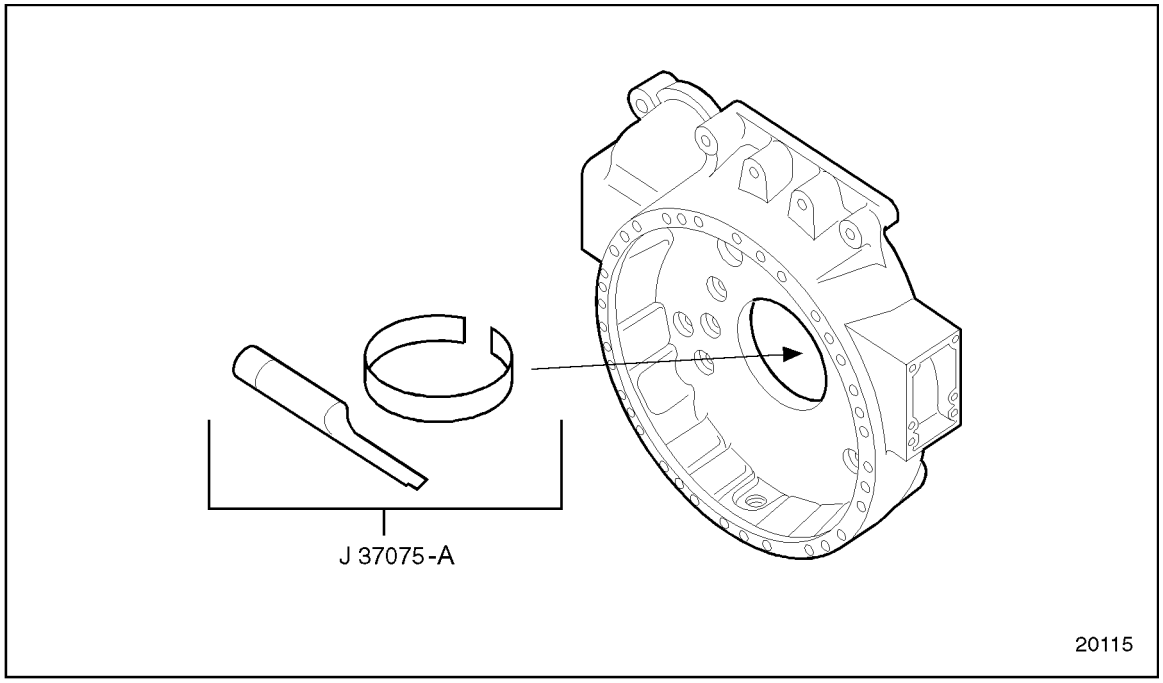

Figure 1-141 Rear Oil Seal Wear Sleeve Removal
1. To remove a worn wear sleeve, use crank shaft wear sleeve remover, J 37075-A. See Figure 1-141.